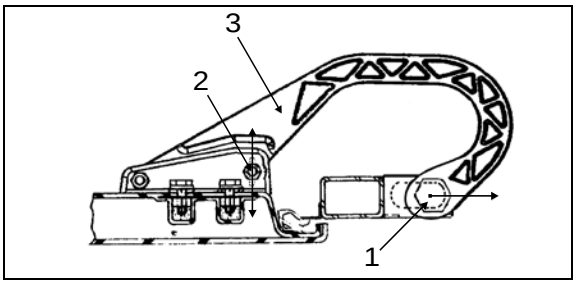

FIGURE 82: DOOR HINGE 18196
2. Loosen nut (1, Figure 82).
3. Move part (3, Figure 82) as shown in figure for "LEFT or RIGHT" adjustment.
4. Tighten nut (1, Figure 82).
5. Loosen nut (2, Figure 82).